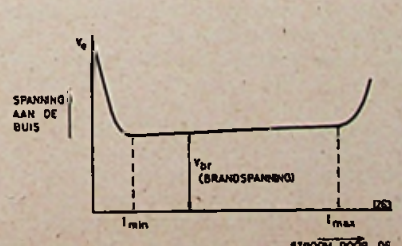

Fig: 1
Zoals dat met alle buizen het geval is, die met gas gevuld zijn, is het ook bij de stabilisatorbuizen noodzakelijk een begrenzingsweerstand op te nemen in serie met de buis. De stroom door de buis zou anders toe kunnen nemen tot een ontoelaatbare waarde. Heeft men bijv. de beschikking over een spanningsbron, met een uitgangsspanning groter dan Vo (fig. 1) en een verwaarloosbare inwendige weerstand, dan zou de stroom door de buis zo groot worden, dat de buis vernield wordt.
1. De stroom door de buis tijdens bedrijf niet beneden de minimum waarde loopt (I_{min} uit fig. 1 opgegeven door de fabrikant).
2. De maximale stroom door de buis niet groter wordt dan I_{max} (uit fig. 1 eveneens opgegeven door de fabrikant), ook bij het ontsteken.